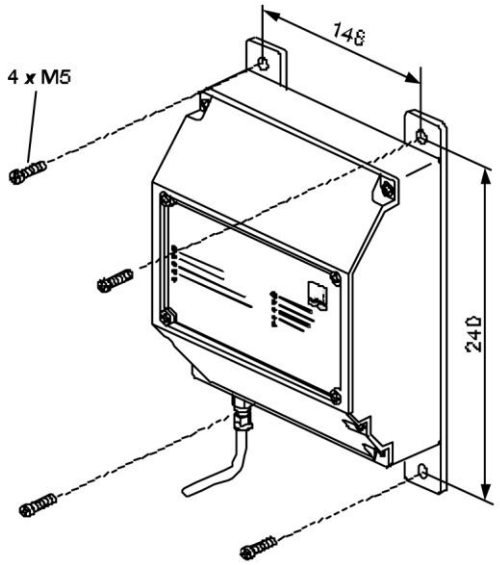

Рисунок 5.1.-3
- Закрепите блок управления (см. рисунок 5.1.-3)